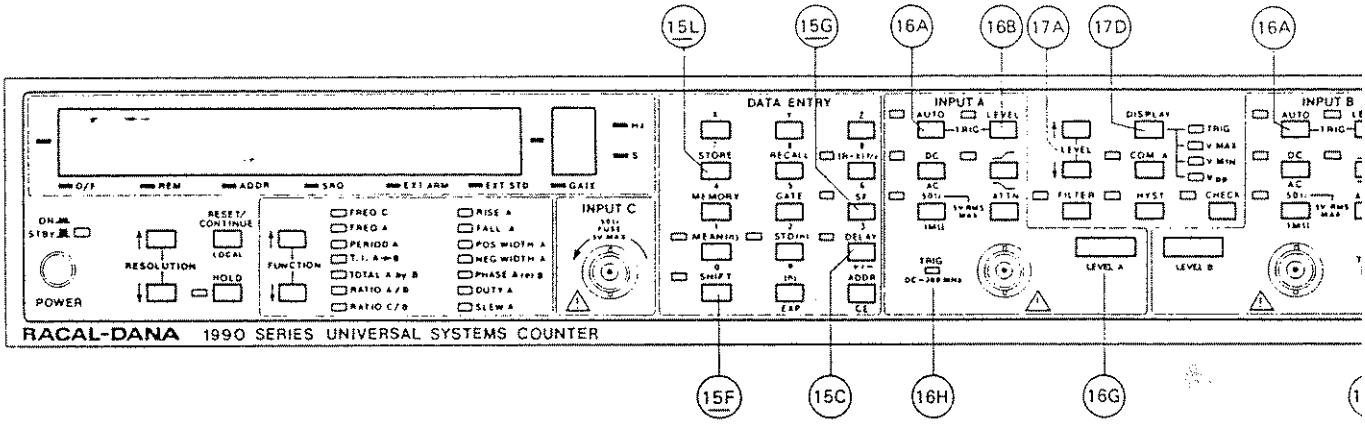

Figure 3.1 - Trigger Level Setting
3.4.2.1.1 Refer to Figure 3.1 for this subsection. The 1995/1996 both provide manual a automatic (including single-shot) trigger setting for Inputs A and B. Manual trigger select involves setting the levels in ±5V, ±50V, and ±250V ranges, with corresponding resolutions of mV, 100 mV, and 1V. These ranges correspond to attenuation settings of 1X, 10X, and 50X a LEVEL A and B trigger displays of X.XX, XX.X, and XXX., respectively. Auto-Trigger leve the mean of the positive and negative-peak values of the input signal as automatica determined by the counter.